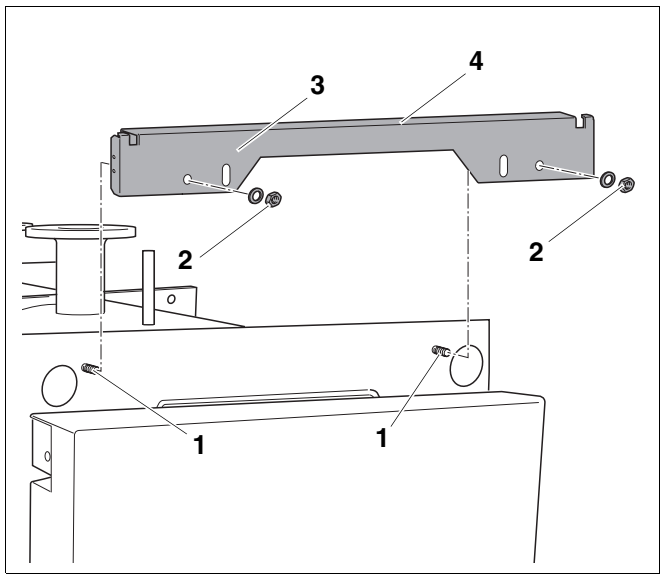
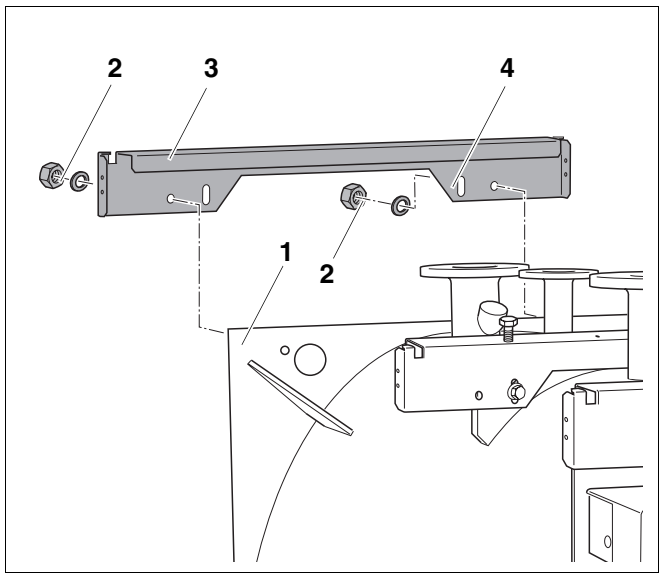

Fig. 13 Montare la traversa anteriore
Fig. 15 Montare la traversa posteriore
Fate attenzione, che le piegature della traversa posteriore (fig. 15, **pos. 3**) e della traversa anteriore (fig. 13, **pos. 4**) siano rivolte verso il blocco caldaia.
- Allentare i dadi premontati (fig. 13, **pos. 2**).
- Inserire la traversa anteriore (fig. 13, **pos. 3**) sui perni filettati (fig. 13, **pos. 1**) e fissare in posizione con 2 dadi e 2 rondelle (fig. 13, **pos. 2**).
- Allentare i dadi premontati (fig. 15, **pos. 2**).
- Inserire la traversa posteriore (fig. 15, **pos. 4**) sui perni filettati della parete posteriore della caldaia (fig. 15, **pos. 1**) e fissare in posizione con 2 dadi e 2 rondelle (fig. 15, **pos. 2**).